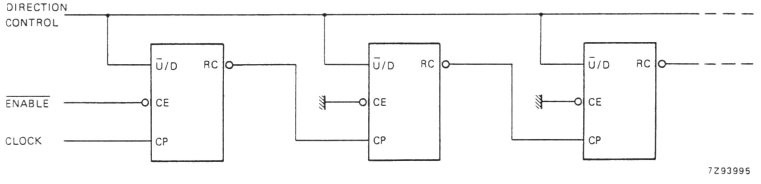
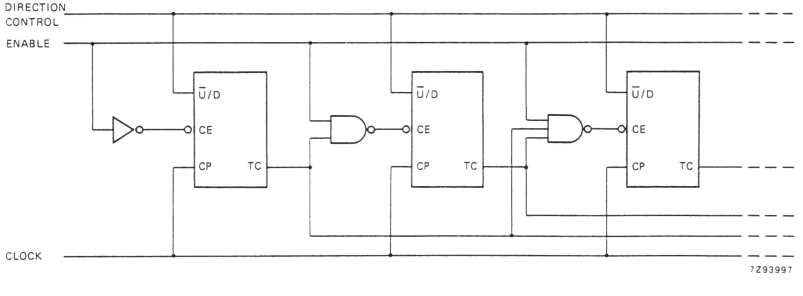

Fig. 5 N-stage ripple counter using ripple clock.
Fig. 7 Synchronous n-stage counter with parallel gated carry/borrow.
Overflow/underflow indications are provided by two types of outputs, the terminal count (TC) and ripple clock ($\overline{RC}$). The TC output is normally LOW and goes HIGH when a circuit reaches zero in the count-down mode or reaches "15" in the count-up-mode. The TC output will remain HIGH until a state change occurs, either by counting or presetting, or until $\overline{U}$/D is changed. Do not use the TC output as a clock signal because it is subject to decoding spikes. The TC signal is used internally to enable the $\overline{RC}$ output. When TC is HIGH and $\overline{CE}$ is LOW, the $\overline{RC}$ output follows the clock pulse (CP). This feature simplifies the design of multistage counters as shown in Figs 5 and 6.
In Fig. 5, each $\overline{RC}$ output is used as the clock input to the next higher stage. It is only necessary to inhibit the first stage to prevent counting in all stages, since a HIGH on $\overline{CE}$ inhibits the $\overline{RC}$ output pulse as indicated in the function table. The timing skew between state changes in the first and last stages is represented by the cumulative delay of the clock as it ripples through the preceding stages. This can be a disadvantage of this configuration in some applications.
In Fig. 7, the configuration shown avoids ripple delays and their associated restrictions. Combining the TC signals from all the preceding stages forms the $\overline{CE}$ input for a given stage. An enable must be included in each carry gate in order to inhibit counting. The TC output of a given stage it not affected by its own $\overline{CE}$ signal therefore the simple inhibit scheme of Figs 5 and 6 does not apply.